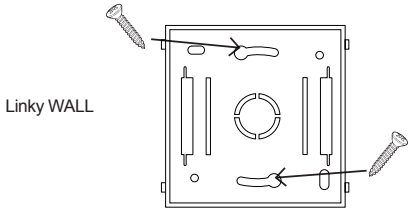

Fig.2
2. Utilizzando due viti fissare la base su una parete (Fig.2).
Attenzione: l'orientamento deve essere esattamente come in Fig.2